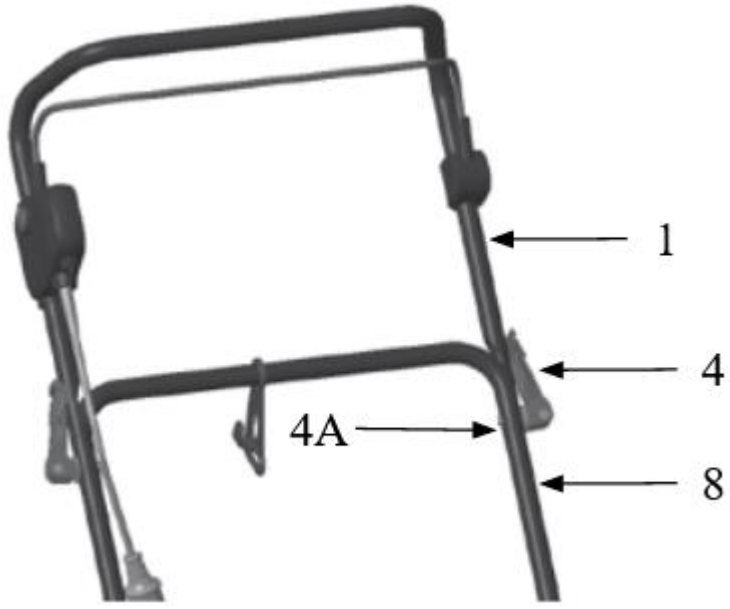

Rys. 4
4. Przymocuj górny uchwyt (Rys. 4, poz. 1) do środkowego (Rys. 4, poz. 8) przy pomocy klamer (Rys. 4, poz. 4) i śrub (Rys. 4, poz. 4A). Pamiętaj o zamontowaniu podkładki na śrubie i umieszczeniu jej między klamrą a uchwytem. Czynność wykonaj po obu stronach uchwytu.